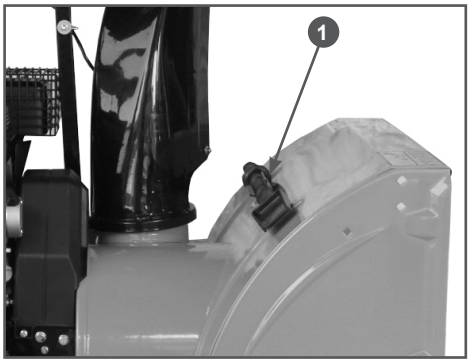

**Рис. 23 Расположение лопатки для очистки**
3. Для очистки всегда используйте специальную лопатку, а не руки. Лопатка 1 прикреплена к верхней части кожуха шнеков (Рис. 23).